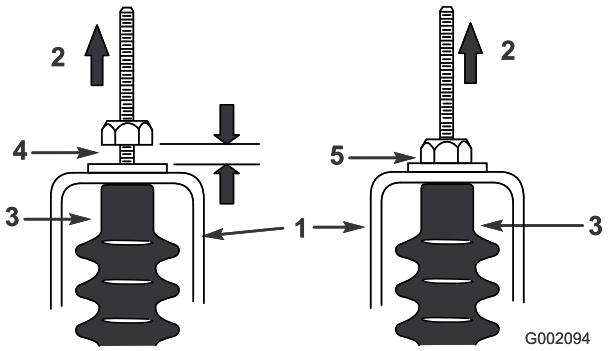

Figur 68
5. Dra alla växelkablar uppåt för att säkerställa ett avstånd på 0,76–1,52 mm mellan muttern/brickan och neutrallägesfästet (Figur 68).